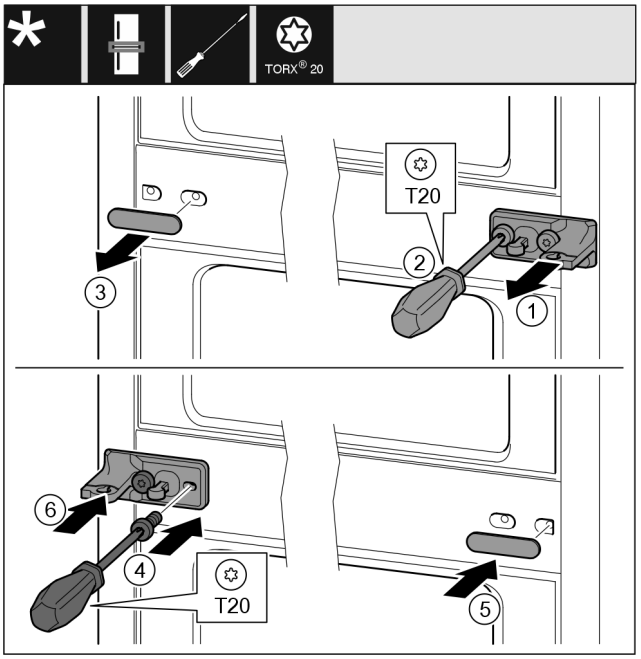

Fig. 29
- ▶ Extrageți șaiba *Fig. 29 (1)*.
- ▶ Demontați șuruburile *Fig. 29 (2)* cu șurubelnița.
- ▶ Desprindeți cu precauție capacul *Fig. 29 (3)*.
- ▶ Înșurubați ferm pe cealaltă parte suportul de lagăr cu folie *Fig. 29 (4)* rotit cu 180°.
- ▶ Atașați pe cealaltă parte capacul *Fig. 29 (5)* rotit cu 180°.
- ▶ Montați șaiba *Fig. 29 (6)* din față.